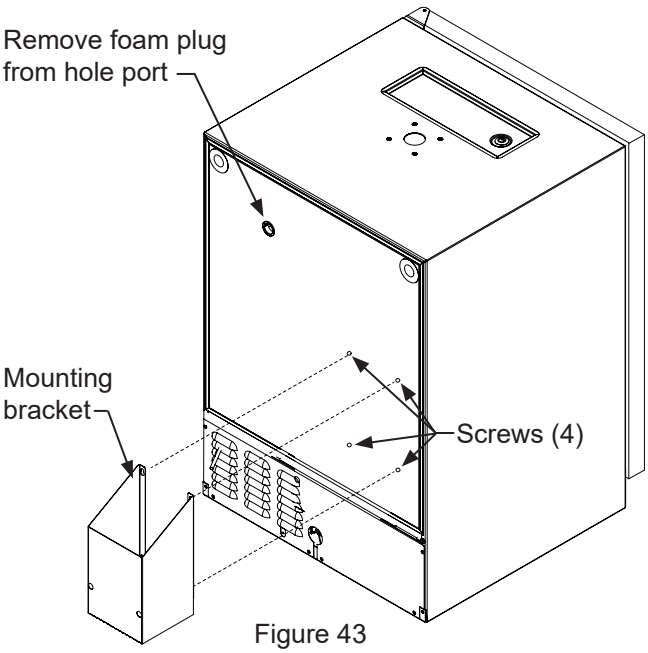

Figure 43
Mount the (4) screws (#10-32 x ¾" flathead machine screws) provided with the bracket in the rear of the appliance, see Figure 43. Do not completely tighten. Place the keyhole slots in the flanges of the bracket over the four screws and tighten them to secure the bracket to the back of the cabinet. The bracket can also be fastened to adjacent cabinetry using the provided #10 x ¾" wood screws.
The foam insulation plugs provided in the portholes are **CRITICAL** to proper functioning of the unit and preventing frost build up that can cause damage to the unit and/or refrigerator contents. **ALWAYS** reseal the gas line porthole (Figure 43) with the provided insulation plugs once all lines have been properly installed.